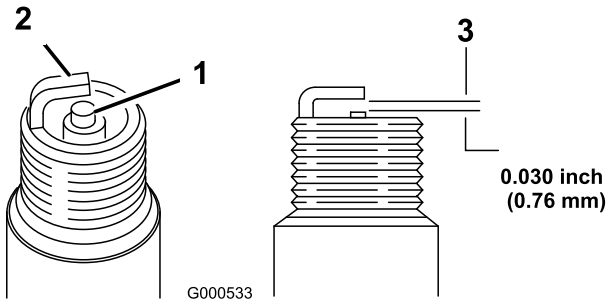

Figur 32
1. Se på midten av tennpluggen (Figur 32). Hvis du ser en lysebrun eller grå farge på isolatoren, fungerer motoren som den skal. Et svart belegg på isolatoren betyr som regel at luftrenseren er skitten.
2. Sjekk avstanden mellom elektroden i midten og elektroden på siden (Figur 32). Bøy elektroden på siden (Figur 32) hvis avstanden er feil.